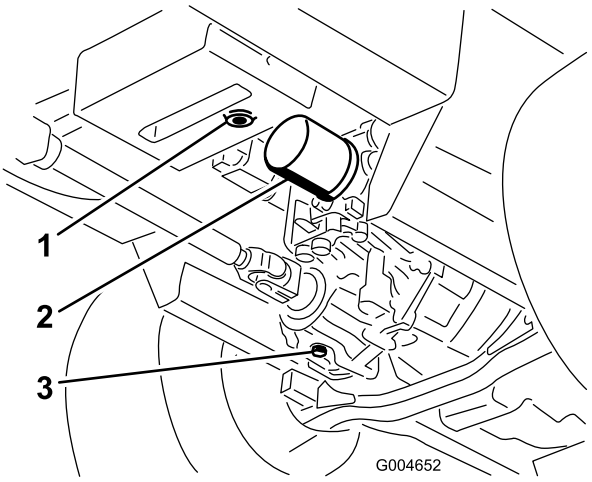

Figuur 64
3. Plaats een grote bak onder het hydraulische reservoir en de versnellingsbak en verwijder de aftappluggen om alle hydraulische vloeistof weg te laten lopen (Figuur 64).
4. Reinig de omgeving van het hydraulische filter en verwijder dit (Figuur 64).